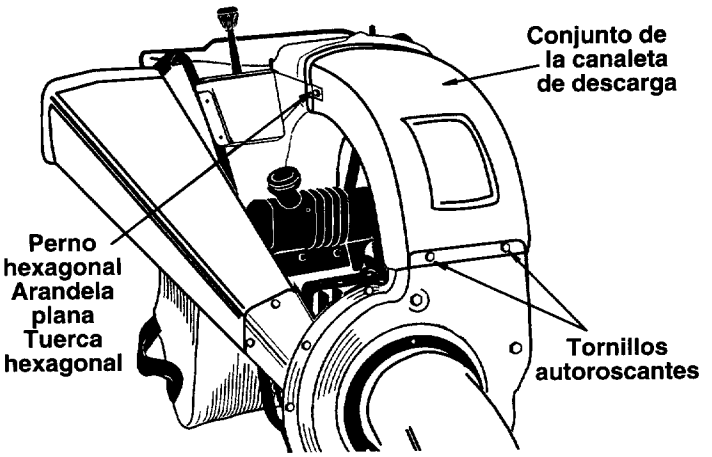

FIGURA 19.
- Retire los cuatro tornillos autoroscantes del fondo de la canaleta de descarga, y la tuerca hexagonal, arandela plana y tuerca hexagonal del tope. (Tenga cuidado en no dejar caer la ferretería dentro de la canaleta). Retire el conjunto de la canaleta de descarga. Vea la figura 19.